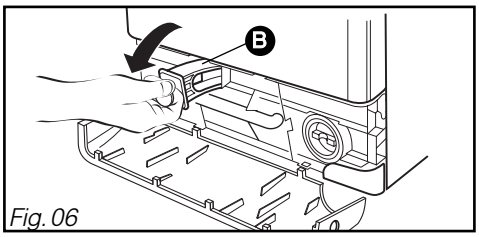

Fig. 06
– Retirez la **bride "avant"** *(Fig. 06).*